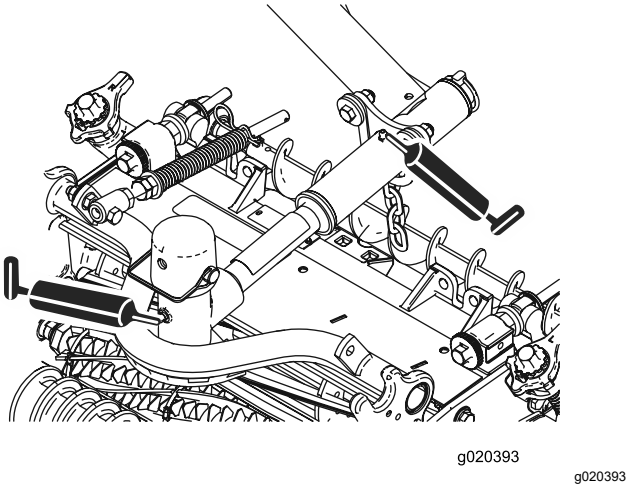

Figuur 57
- Draaipunten van maai-eenheden (2 elk); zie Figuur 57.